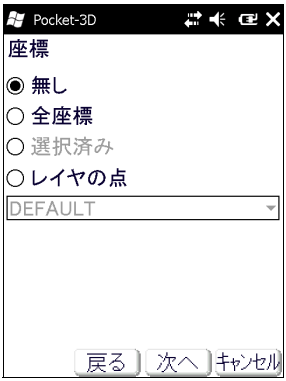

図 3-11. 座標画面
4. 座標画面では、次の項目から 1 つ選択し、**【次へ】**をタップします（図 3-11）。